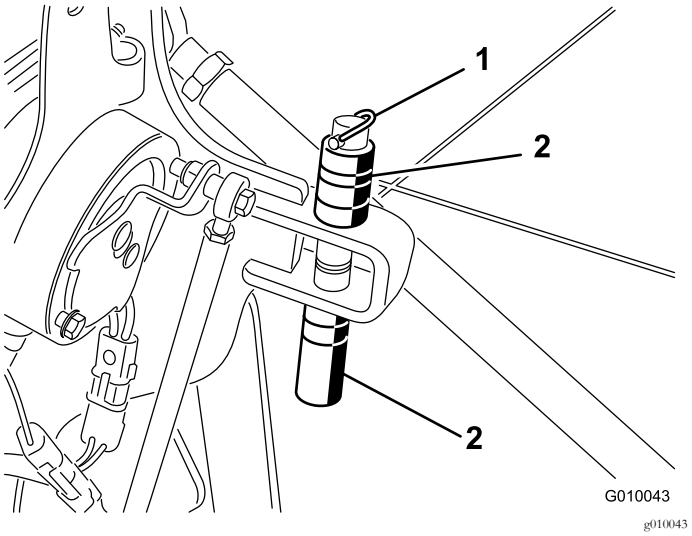

Figur 28
2. Ta bort hjulsprinten som fäster distansbrickorna och djuppinnarna (Figur 28).